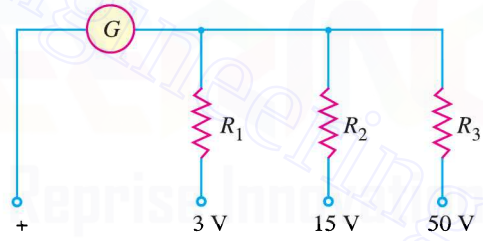

Fig. 22.29
2. The three range voltmeter is arranged as shown in Fig. 22.29. The ranges are 0 to 3 V, 0 to 15 V and 0 to 50 V as marked. If the full scale deflection current is 10 mA, what should be the values of R_1, R_2 and R_3 ? The resistance of the meter is 5 Ω. **[305 Ω, 1505 Ω, 5005 Ω]**